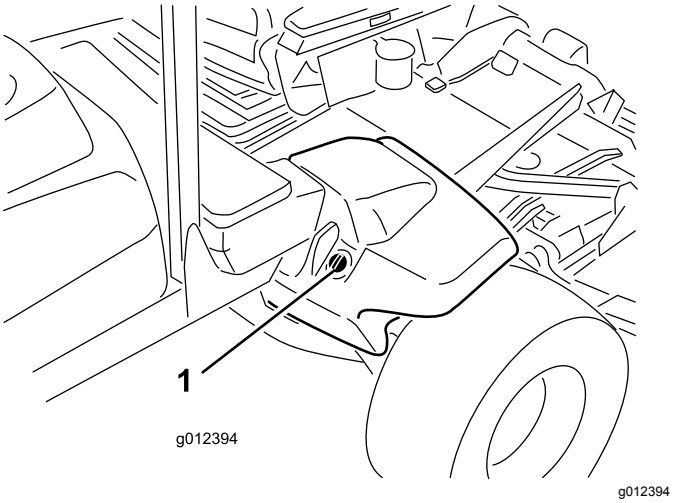

**Figur 17**
2. Rengør området omkring påfyldningsstudsen og hydrauliktankens dæksel (Figur 17). Fjern dækslet fra påfyldningsstudsen.